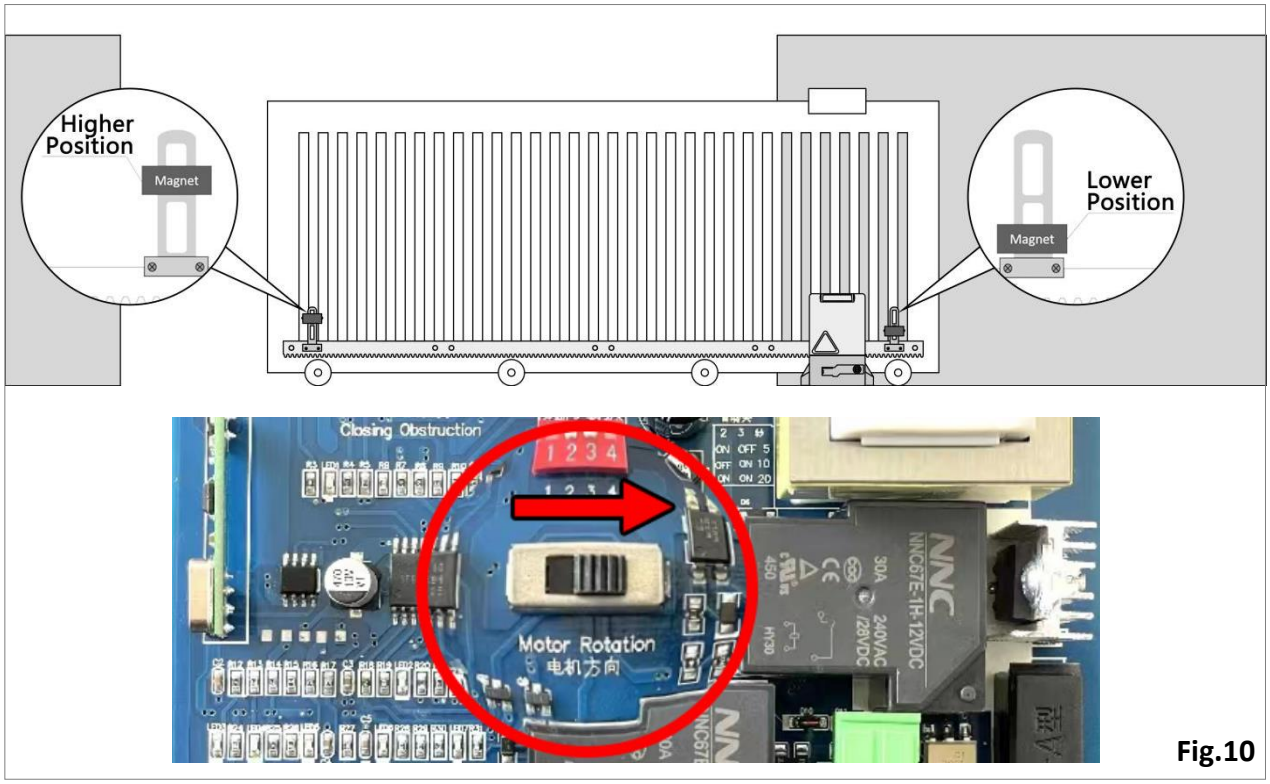

Fig.10
- If the motor is installed on the RIGHT side to open the gate (viewed from inside the gate), place the left magnet higher and the right magnet lower. **Make sure to turn the "Motor Rotation" on the PCB to the RIGHT.** (Fig.10)